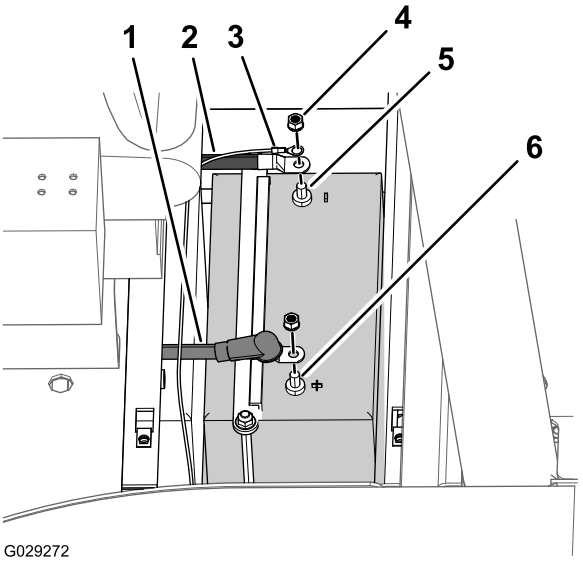

Bild 115
6. Entfernen Sie die Sicherungsscheibenmutter (3/8"), mit der das Minuskabel und der Kabelschuh am Minuspol der Batterie befestigt sind, und entfernen Sie die Kabel (Bild 115).
7. Schieben Sie die Isolierungsmuffe zurück und entfernen die Sicherungsscheibenmutter 3/8"), mit der das Minuskabel und der Kabelschuh am Minuspol der Batterie befestigt sind, und entfernen Sie die Kabel (Bild 115).
1. Befestigen Sie das Pluskabel der Batterie mit der Sicherungsscheibenmutter (3/8"), die Sie in Schritt 7 von Vorbereitungen für das Trennen der Anschlüsse (Seite 79) entfernt haben, am Pluspol der Batterie (Bild 115).
3. Befestigen Sie das Minuskabel der Batterie mit der Sicherungsscheibenmutter (3/8"), die Sie in Schritt 6 von Vorbereitungen für das Trennen der Anschlüsse (Seite 79) entfernt haben, am Minuspol der Batterie (Bild 115).